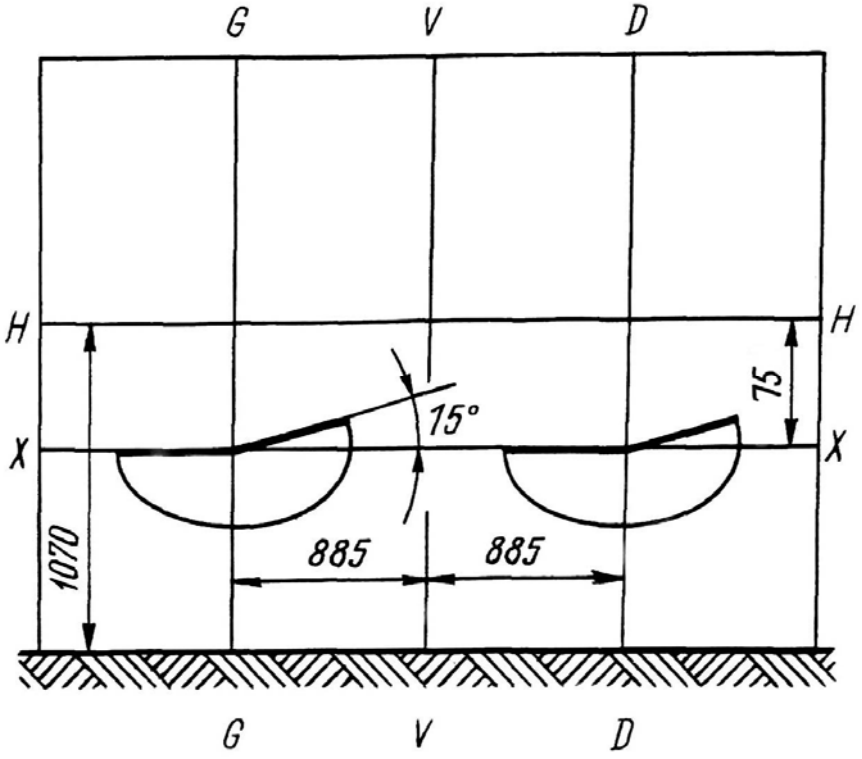

Рис.111. Разметка экрана для регулировки света фар:
- разметьте экран, как показано на рис.111;